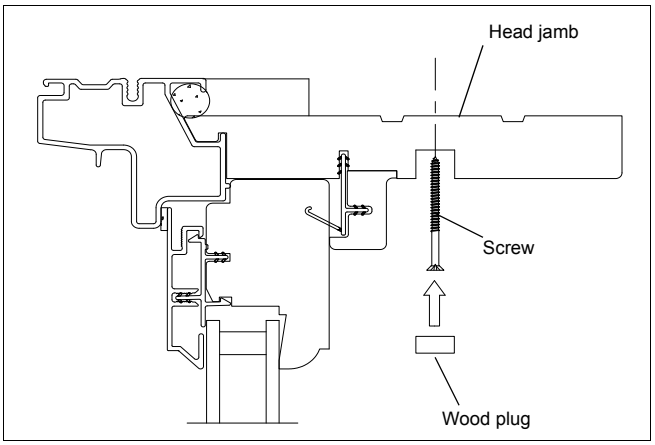

Figure 6
2. Install the units per the supplied installation instruction. If supplied, use the supplied jamb installation screws and predrilled holes in the jamb. See figure 6.
3. After the unit has been secured into the opening, use the supplied wood plug to cover the installation screws on Magnum units. See figure 6.